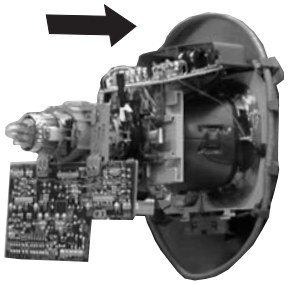

Figure 1
4. Move the deflection yoke backwards, (See Figure 1) and adjust with the purity control so that green is in the center and red and blue are even on both sides.
CXA2170P-2 PICO 1 0	1) In Full mode, apply changes in Fig 1